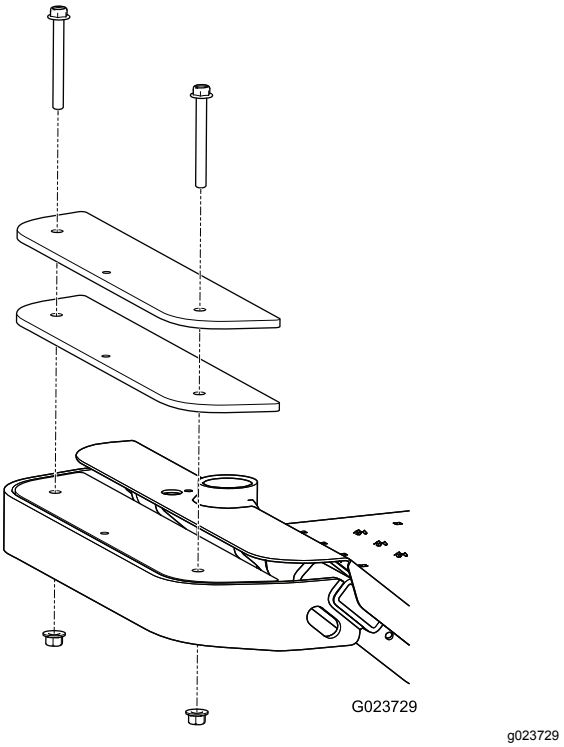

Рисунок 12
1. Удалите 2 болта с 2 гайками, которые крепят имеющиеся грузы в передней части машины (Рисунок 12).